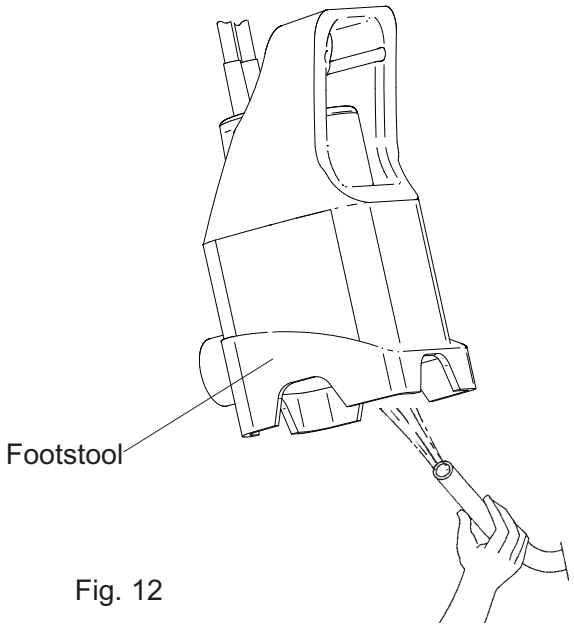

Fig. 12
3) Clean footstool using water pressure from a hose pipe (Fig. 12).